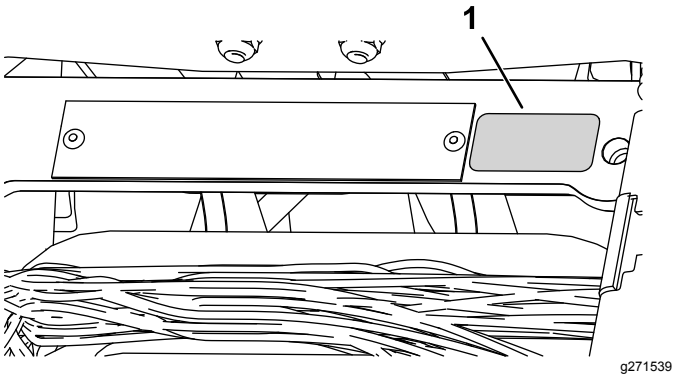

**Figuur 12**
- Breng de sticker met het productiejaar aan bij het plaatje met serienummer (Figuur 12).